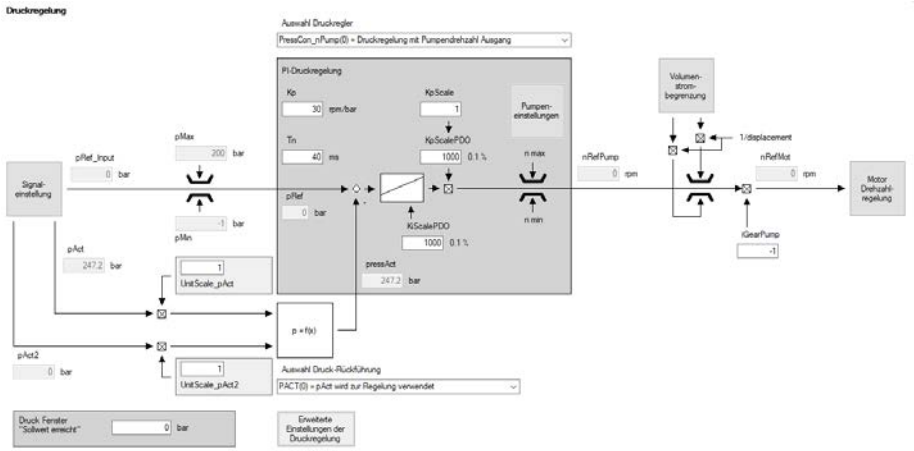

Bild 7.69: Maske "Druckregelung mit Pumpendrehzahlausgang"
Die Auswahl PressCon_nPump(0) gibt am Ausgang des Reglers eine Pumpendrehzahl aus, welche direkt auf den Drehzahlregler weitergeleitet wird (siehe Bild 7.69: Maske "Druckregelung mit Pumpendrehzahlausgang".